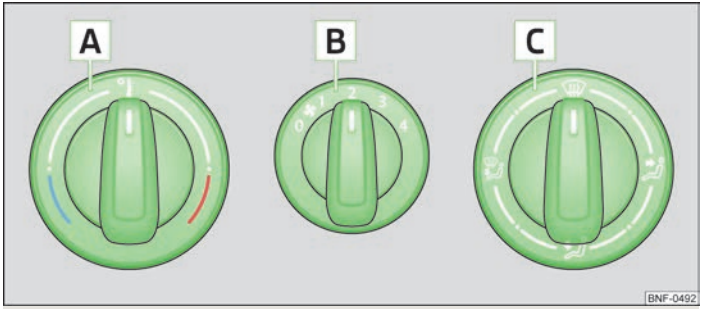

Fig. 60 **Heating: Control elements**
› Turn the control dial A » Fig. 60 to the right to increase the temperature.
› Turn the blower switch B » Fig. 60 into one of the positions 1-4 to switch the blower on.
› The direction of the inlet air flow is controlled with air distribution regulator C » Fig. 60 » page 52, *Air outlet vents*.
- Control elements A, B, C » Fig. 60 on page 52.